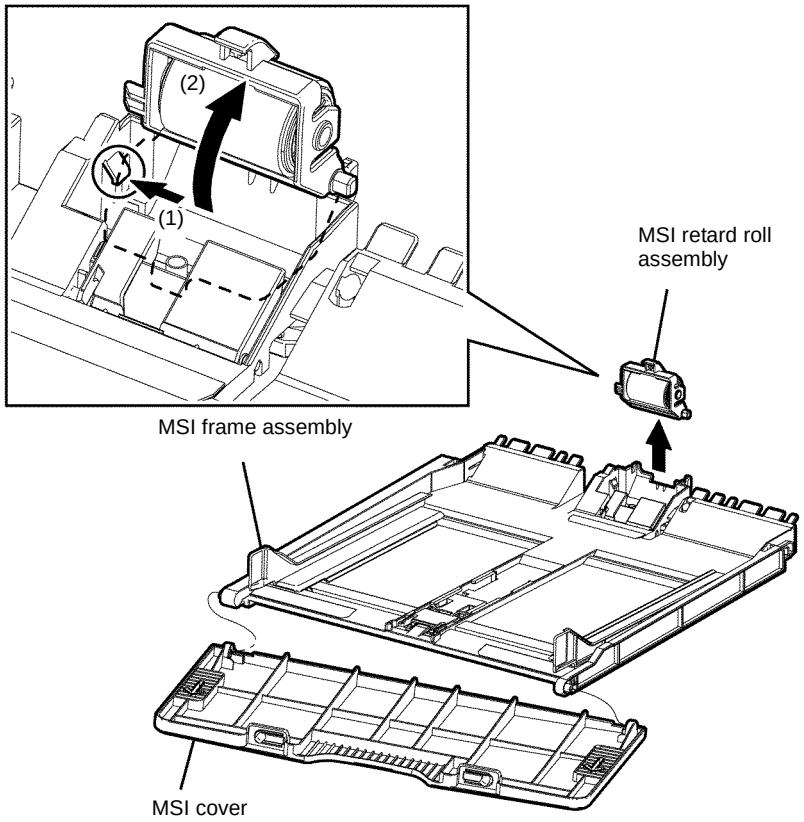

Figure 1 MSI cover and retard roll assembly removal
3. Release the hook that fixes the MSI retard roll assembly to the MSI frame assembly. Remove the MSI retard roll assembly by rotating it in the arrowed direction, Figure 1.
4. Release the hole on the MSI cover from the boss on the MSI frame assembly, then remove the MSI cover, Figure 1.